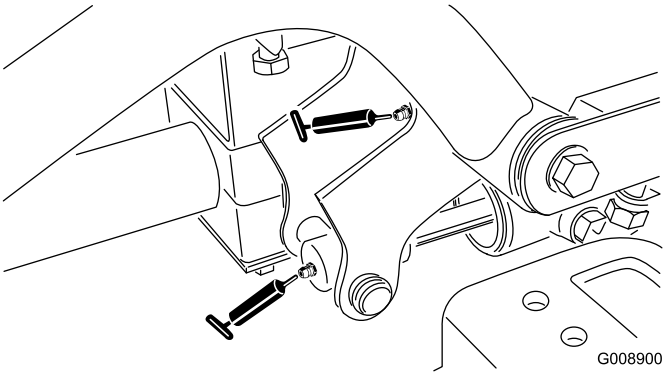

Figur 53
- Høyre fremre løftearmstapp og løftesylinder (2) (Figur 53)